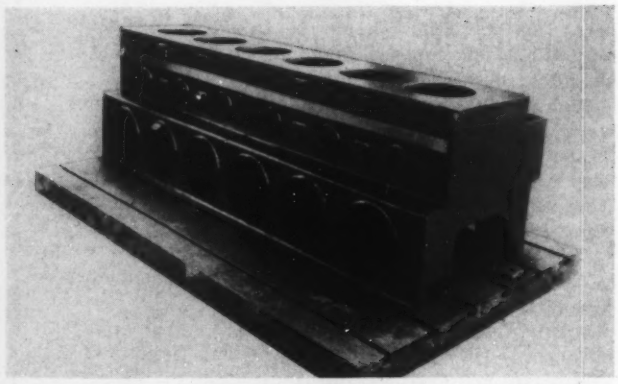

Fig. 13—Diesel-engine frame demonstrates efficient use of bendings, castings, and flat plate.
**Bending:** Considerable use of bent components will result in savings over welding of many small pieces, Fig. 13. Bending, where feasible, not only decreases cost by minimizing welding, but also improves appearance and decreases fabrication cost. Generally, bent external corners produce an attractive appearance because of the highlights they reflect. In many instances, the first visual impression of fabrication by welding can be completely eliminated. Bending also minimizes the number of pieces that must be fabricated. On a 100-lb weldment, fabrication cost is increased 5 cents per pound by increasing the number of pieces to produce the weldment from six to twelve, Fig. 14.